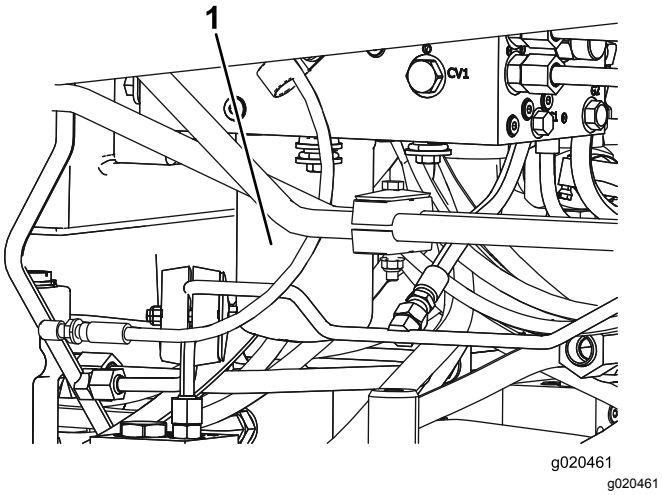

Figur 100
5. Gentag proceduren på det andet filter (Figur 100).